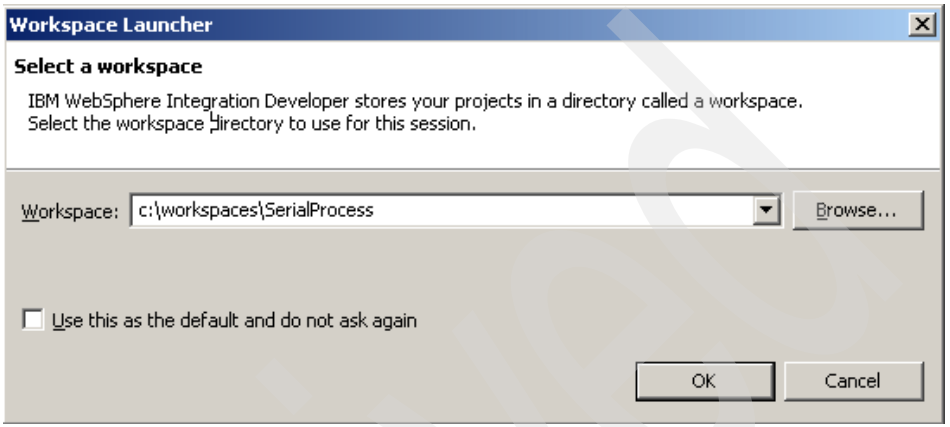

Figure 10-8 Selecting a workspace directory
1. Start WebSphere Integration Developer. Select a Workspace directory, for example c:\workspaces\SerialProcess (Figure 10-8).